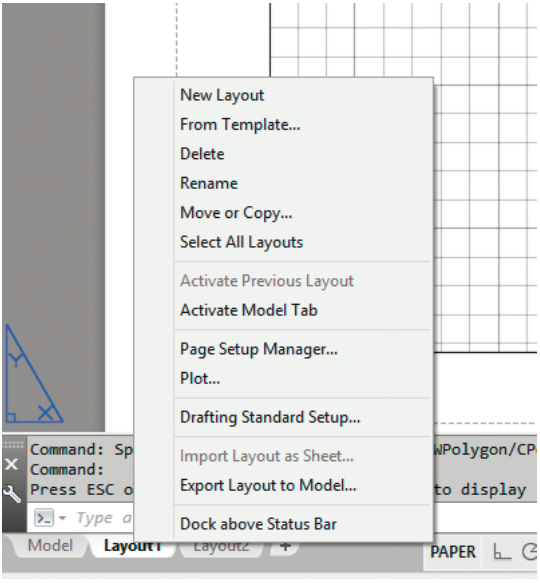

Рис. 2.24. Пример контекстного меню вкладки Model/Layout
- *вкладки Model/Layout* – вызывается щелчком правой кнопкой мыши на вкладке **Model** или одной из вкладок **Layout**. Используется для вызова окон печати и настройки параметров страницы, а также управления листами (рис. 2.24).